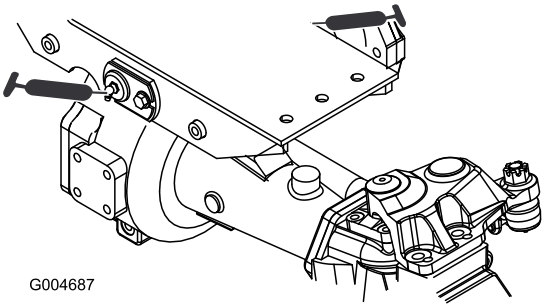

Figur 38
- Främre och bakre axeltappsbussningar (2) (Figur 38)